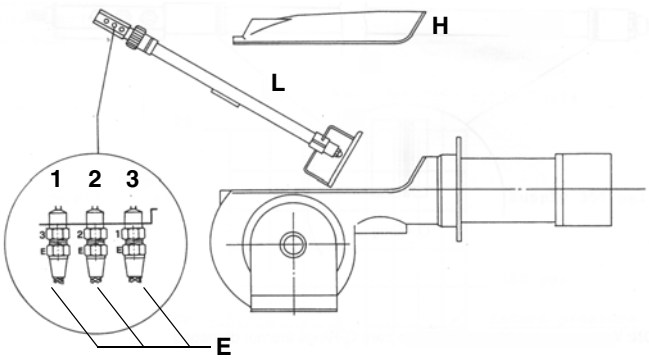

Fig. 24
- Dévisser les connecteurs fioul **E** (Fig. 24) qui fixent les tuyaux flexibles du fioul à la lance L et enlever le groupe complet comme indiqué sur la figure.